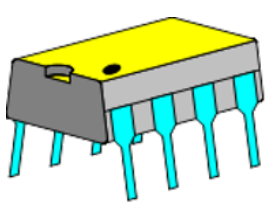
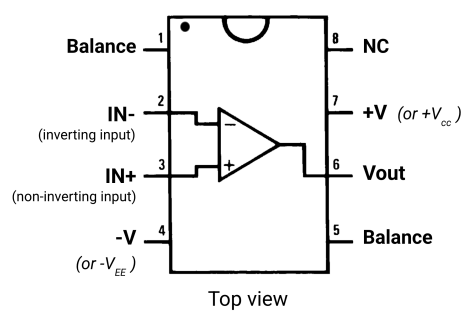

FIGURE 5. The LF356 op amp.
FIGURE 7. Standard op amp pin-outs.
2.9. **Packaging and Schematic Conventions.** Op amps come in several different standard packages. The op amps used in this lab come in a package called an 8 pin DIP (dual inline package), shown in Fig. 5. DIP pins are numbered sequentially in the counterclockwise direction (Fig. 7). Pin 1 is at the end with the half-moon notch cutout; looking at the IC from the top (leads pointing away from you), **pin 1 is the first pin counterclockwise from the cutout.** This pin is sometimes indicated by a **small dot**.
The pins on most single op amps, including the LF356, are connected as shown in Fig. 7. N/C stands for "no connection" and should be left floating, i.e. unconnected to any other components. The "Balance" (sometimes "BAL") pins are used to eliminate output voltage offsets caused by improper matching of the input transistors. These pins will not be used in this lab and should also be left floating (not connected). In general, you need to wire these inputs: the inverting input IN- on pin 2, the non-inverting input IN+ on pin 3, the output V_{out} on pin 6, and the two supply power pins: $-V$ connected to $-12\,\text{V}$ on pin 4, and $+V$ connected to $+12\,\text{V}$ on pin 7.